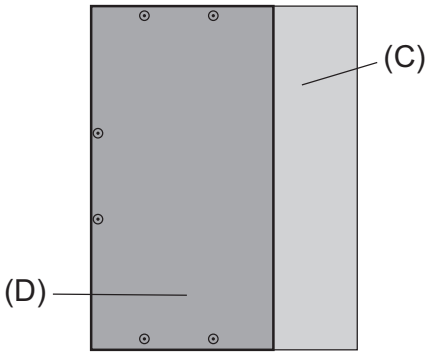

Fig.6
- **To avoid dew condensation, use insulated screws in the places marked with circles in Figure 6.**